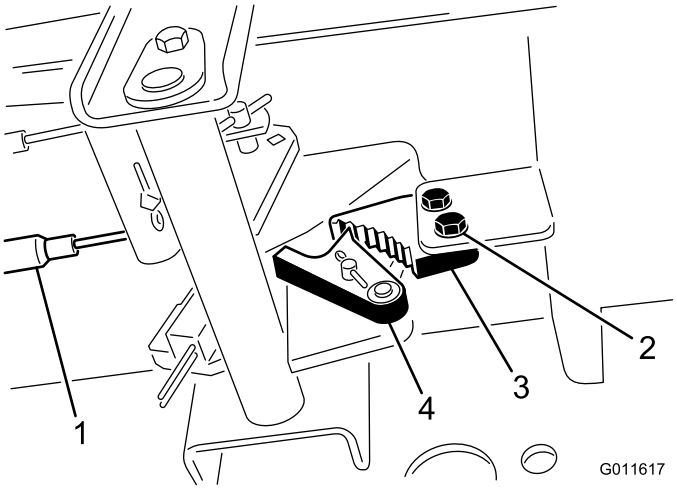

Figur 76
1. Lossa de två skruvar som håller fast parkeringsbromsens spärrhake på ramen (Figur 76).
2. Tryck parkeringsbromspedalen framåt tills bromsspärren griper in helt i parkeringsbromsens spärrhake (Figur 76).